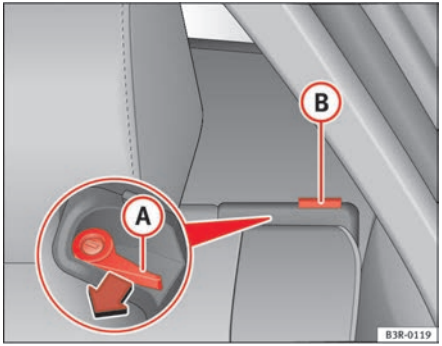

Fig. 118 Backrest release lever
– Press the release lever (A) ⇒ page 141, fig. 118 in the direction indicated (arrow).